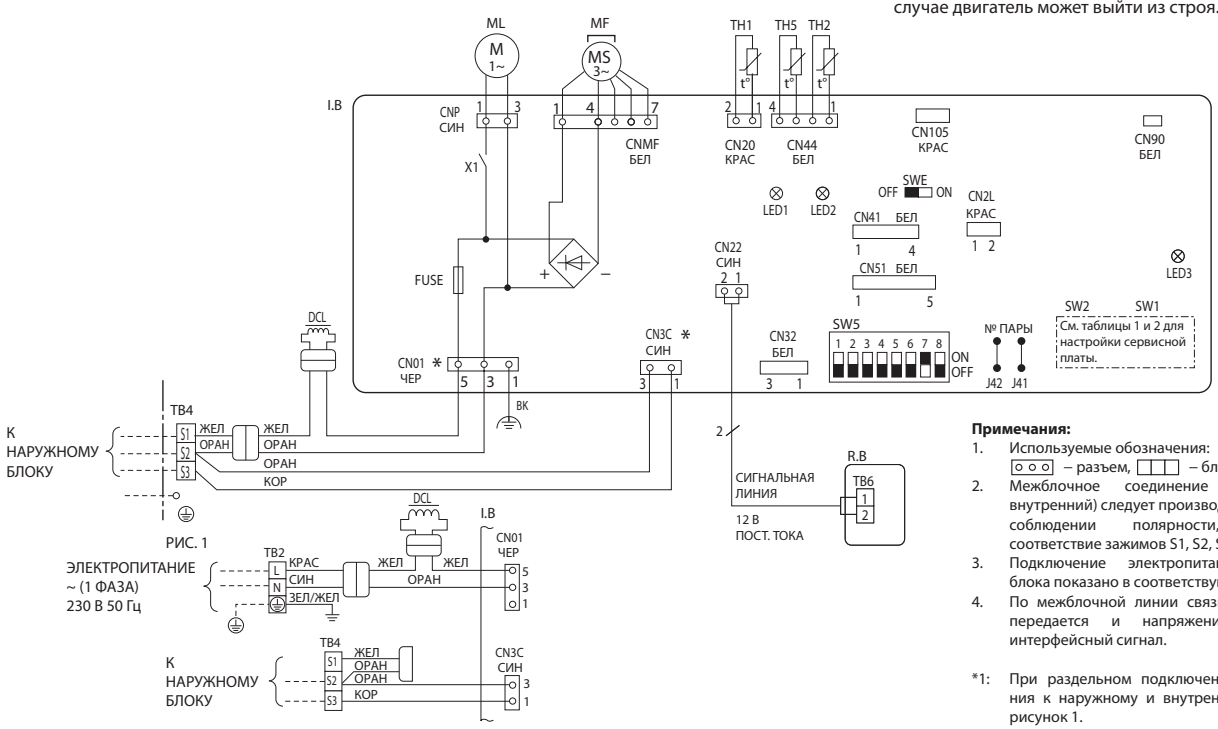

РИС. 1
*1: При раздельном подключении электропитания к наружному и внутренним блокам, см. рисунок 1.